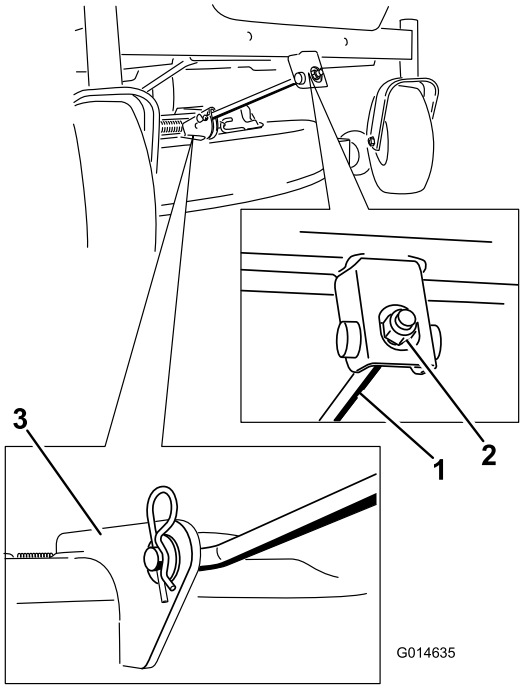

Figuur 62
5. Verwijder de R-pen uit de voorste steunstang en neem de stang uit de beugel van het maaidek (Figuur 62).
6. Bevestig de voorste steunstang aan het maaidek met de gaffelpen en de R-pen (Figuur 62).